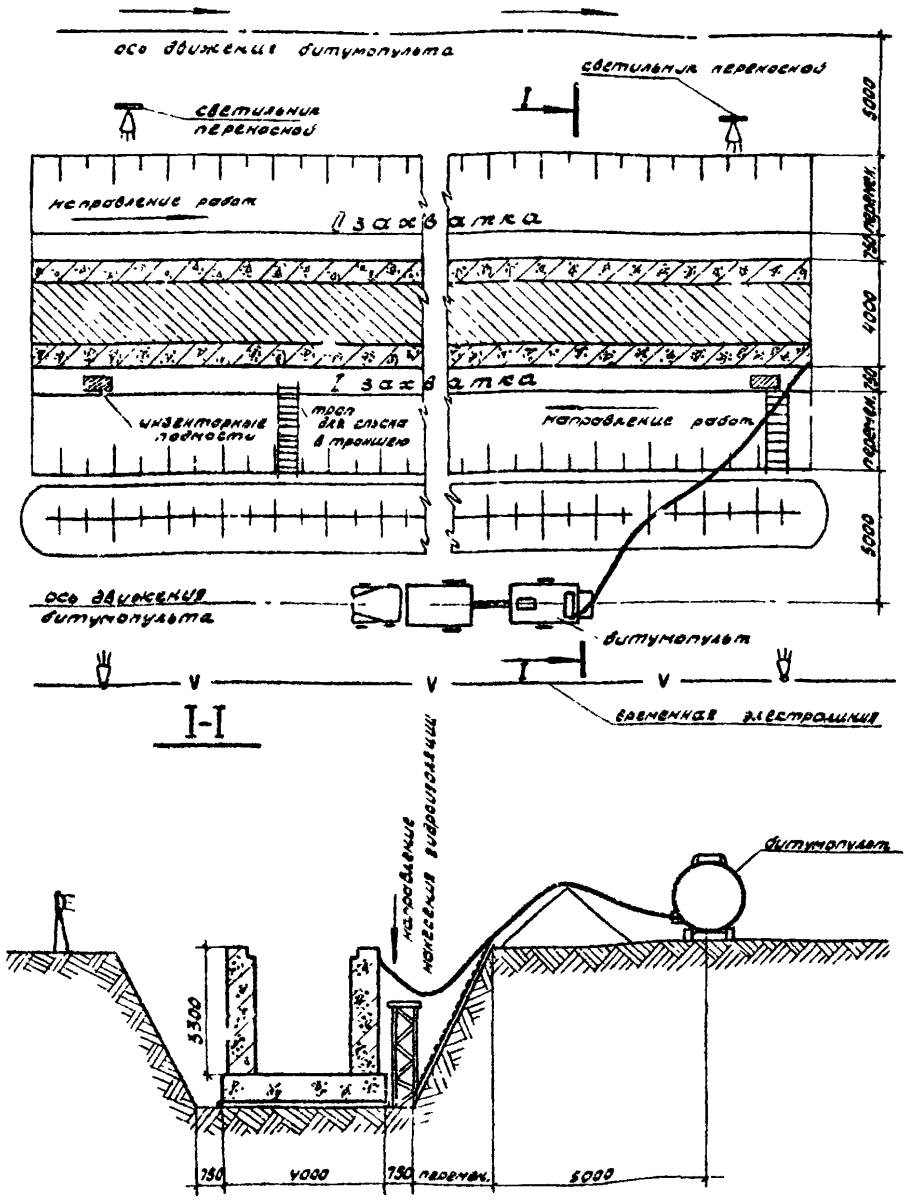

Рис.1. Схема организации работ на захватке длиной 100м.
2. Гидроизоляция вертикальных поверхностей коллектора ведется последовательно по захваткам в порядке, указанном на схеме (рис.1), путем нанесения холодной битумной мастики с помощью битумопульта, который предназначен и для заготовки мастики. По битумному и воздушному шлангам, длина которых 20м, мастика и воздух подаются к удочке, при помощи которой мастика наносится на поверхность.
Битумопульт передвигается вдоль траншеи, согласно схеме (рис.1).